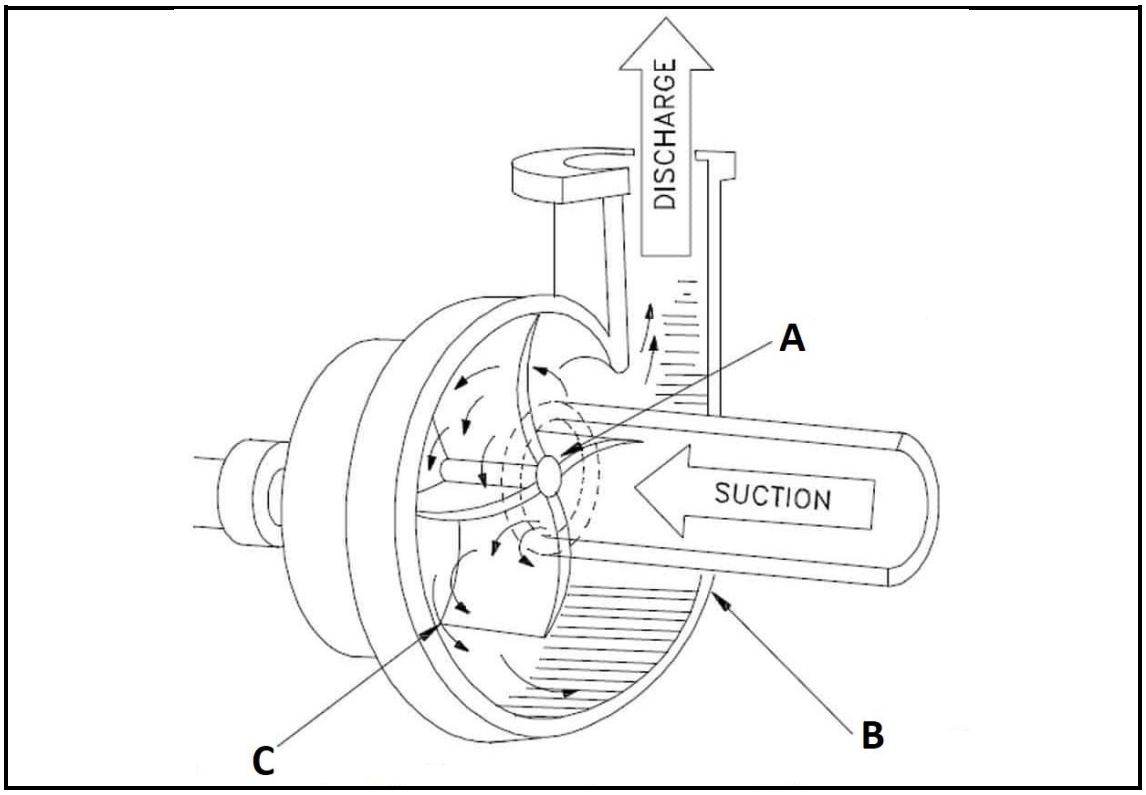

FIGURE 3
4.2 FIGURE 3 below shows a typical water pump commonly used in industry. Study the figure and answer the questions that follow.
4.2.1 Name the type of pump shown in FIGURE 3 above. (1)